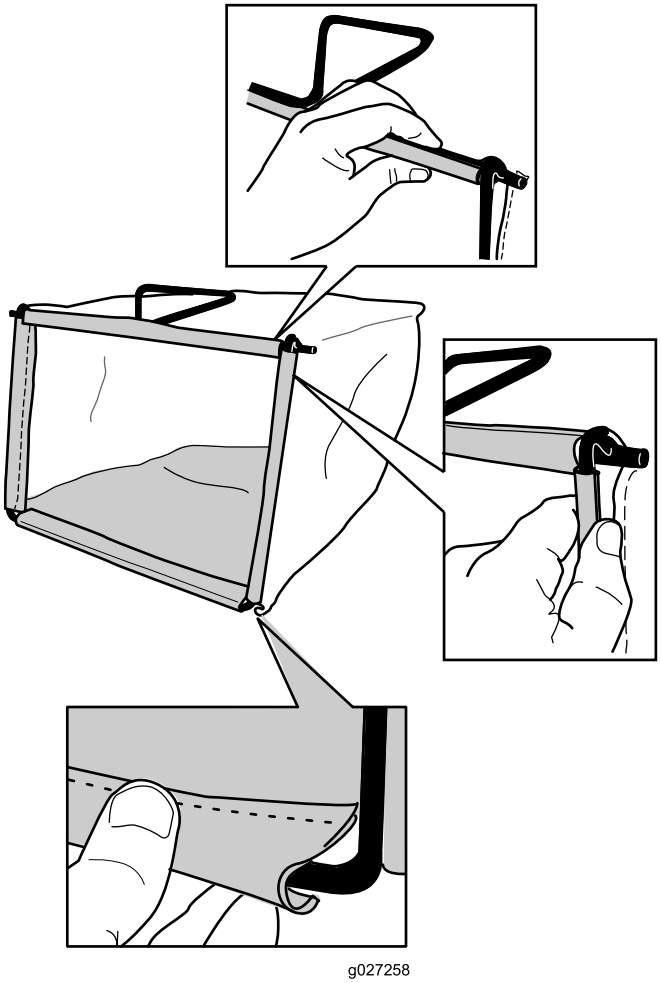

**Figur 8**
2. Haka fast uppsamlarens nedre kanal på den nedre delen av ramen (Figur 8).
3. Haka fast uppsamlarens övre kanal och sidokanaler på överdelen respektive sidorna på ramen (Figur 8).